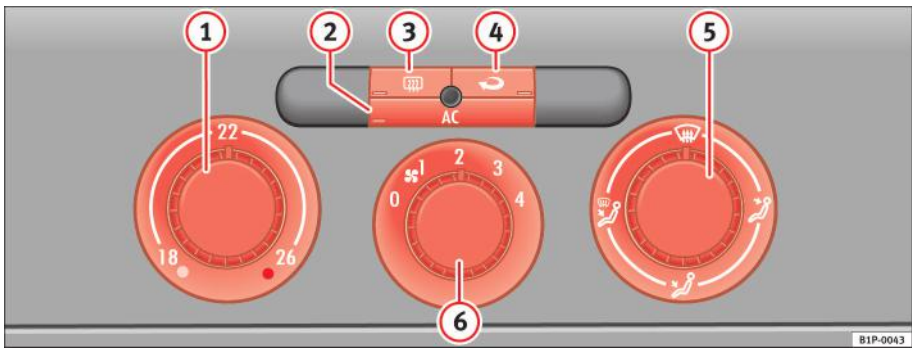

Fig. 109 Pe planşa de bord: Butoanele sistemului Climatic
– Rotiți selectorul de temperatură ⇒ fig. 109 (1) spre dreapta pentru alegerea temperaturii dorite.